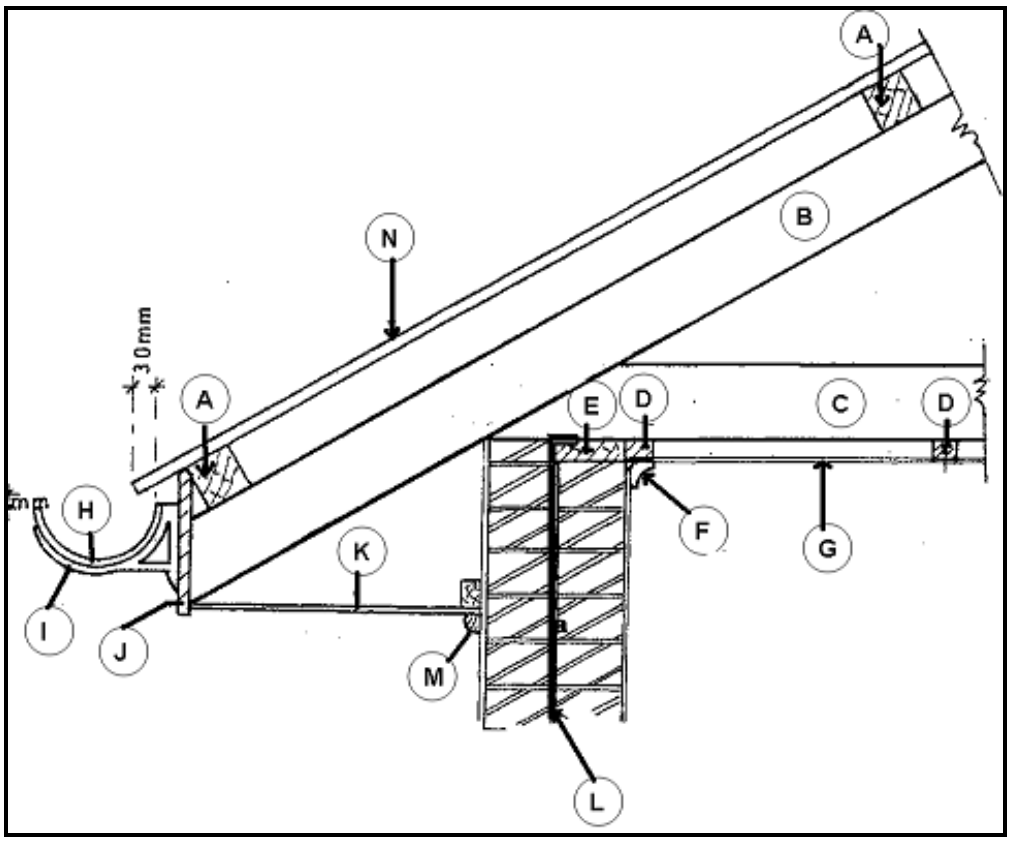

FIGURE 5 (14)
5.1 Label the different components of this type of the roof construction, in FIGURE 5. Write the answer next to the question number (A–N) in the ANSWER BOOK.
The type of roof structure in FIGURE 5 is called a closed eave. (1)